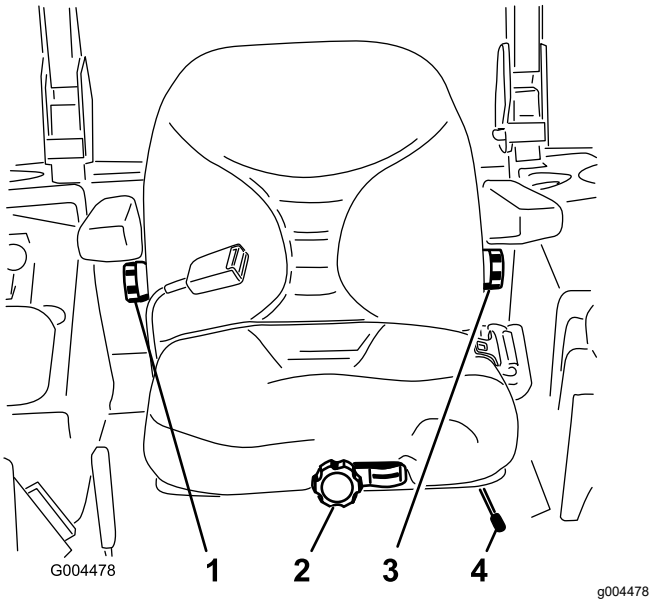

Figur 15
1. För spaken i sidled om du vill låsa upp sätet och justera det (Figur 15).
Justera sätet genom att vrida ratten framför dig i endera riktningen när du inte sitter på sätet för att få bästa möjliga komfort (Figur 15).
Justera sätets ryggstöd genom att vrida ratten under det högra armstödet i endera riktningen för att få bästa möjliga komfort (Figur 15).
Justera sätets ryggstöd genom att vrida ratten under det vänstra armstöd i endera riktningen för att få bästa möjliga komfort (Figur 15).